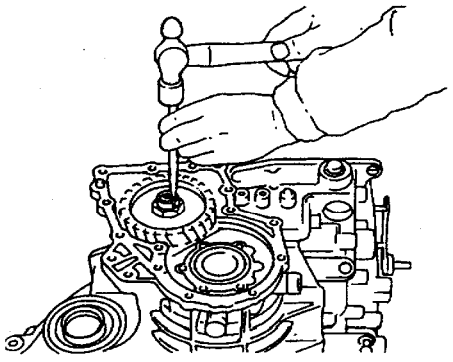

图 9－12－66
③如图 9－12－67 所示，拆下中间齿轮锁紧螺母，锁紧螺母不可再用。